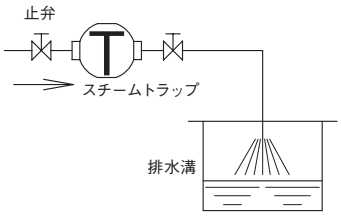

図7. 大気開放配管例略図
10. トラップの排出側を大気開放する場合は、危険がないことを十分に考慮してください。ドレン排出時の騒音は、BH-1型消音器を取り付けることにより低減できます。(図7参照)